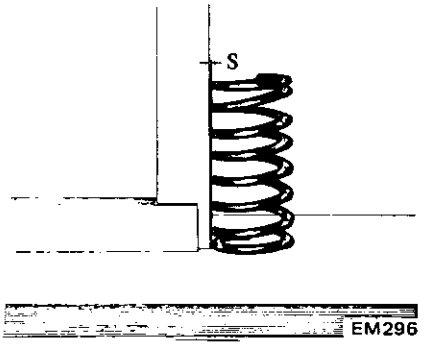

Fig. EM-39 Measuring spring squareness
1. Check valve spring for squareness using a steel square and surface plate. If spring is out of square ("S" in Figure EM-39) beyond specified limit, replace.